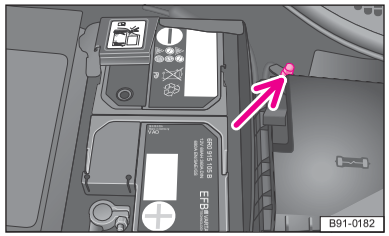

图 158 用于充电器负极连接的接地点
– 将电缆一端 ③ 固定在供电蓄电池 Ⓑ 的负极上。
– 将电缆另一端 ④ 固定在电量已耗尽的蓄电池Ⓐ负极，或用于充电连接的负极接地点上 ⇒ 图 158。